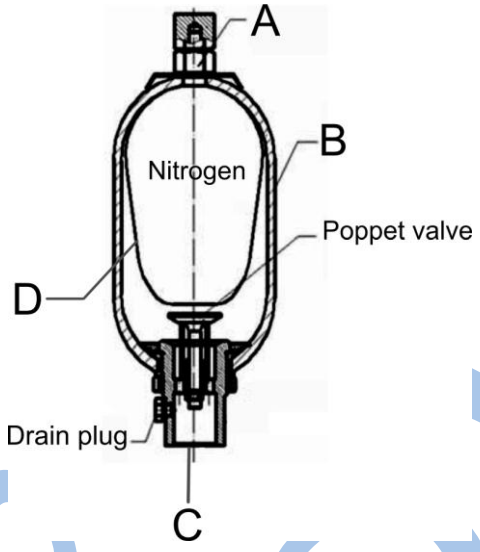

FIGURE 2 (4)
3.1 Refer to FIGURE 2 below illustrating one of the types of hydraulic system accumulators. Label the different parts (A–D) as indicated. Write only the answer next to the letter (A–D) in the ANSWER BOOK.